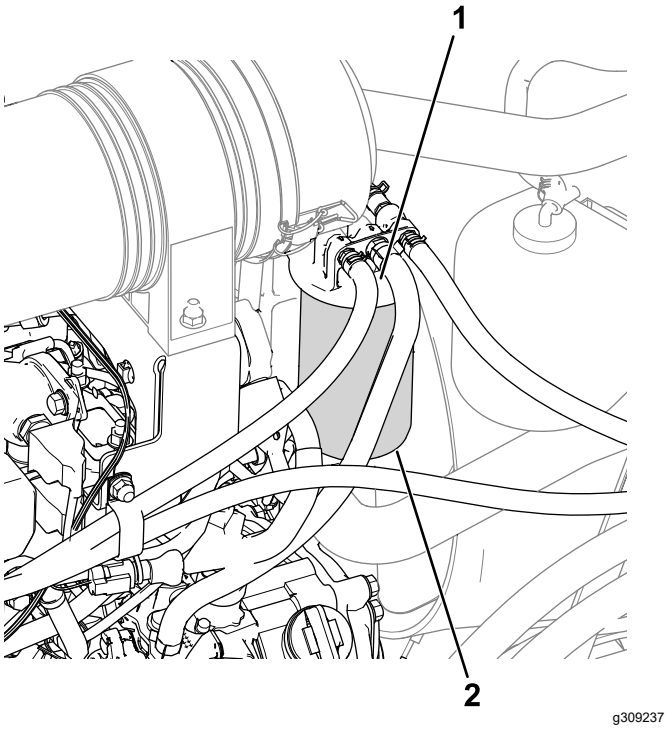

**Figuur 56**
1. Maak de omgeving van de kop van het brandstoffilter schoon (Figuur 56).
2. Verwijder het filter en reinig het filterkopplaatsingsoppervlak (Figuur 56).